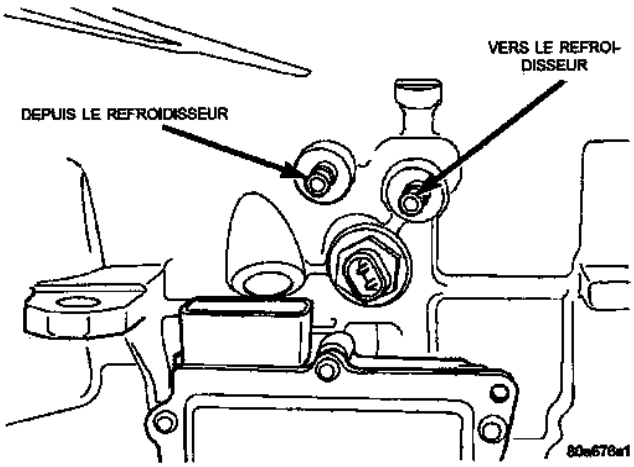

*Fig. 6 Emplacement de la conduite de refroidissement*
(1) Déconnecter les conduites de refroidisseur à la transmission.
(2) Se servir d'une pompe manuelle d'aspiration remplie de white spirit, pour effectuer le rinçage inverse du refroidisseur. Chasser le white spirit **depuis le refroidisseur** dans la conduite du refroidisseur (Fig. 6). Recueillir l'écoulement de white spirit de la conduite **vers le refroidisseur.** Observer la présence de débris dans le liquide qui s'écoule. Poursuivre jusqu'à ce que le liquide soit transparent et exempt de débris.